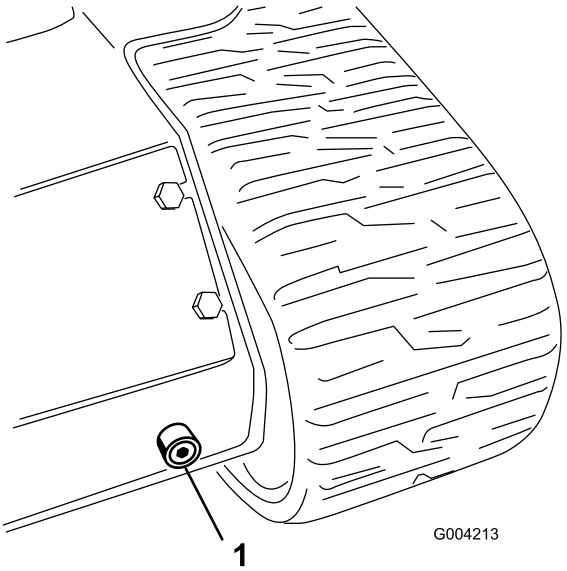

Rysunek 58
6. Umieść duży pojemnik (o pojemności co najmniej 4 litrów) pod korkiem spustowym z przodu zespołu jezdnego (Rysunek 58).
7. Odkręć korek spustowy i poczekaj, aż olej ścieknie do pojemnika (Rysunek 58).